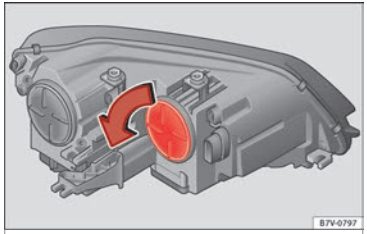

Afb. 107 In de motorruimte: afdekking van het knipperlicht.
2.	Verwijder de afdekking ››› afb. 107 door deze in de richting van pijl te trekken.
7.	Draai de afdekking ››› afb. 107 tot de aanslag in de tegenovergestelde richting van de pijl.